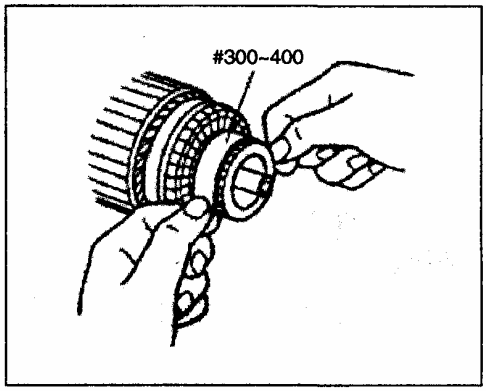

Рис. 215
- Проверьте коллектор на наличие грязи или обгорание. При необходимости, отшлифуйте коллектор при помощи наждачной бумаги или на токарном станке (Рис. 215).